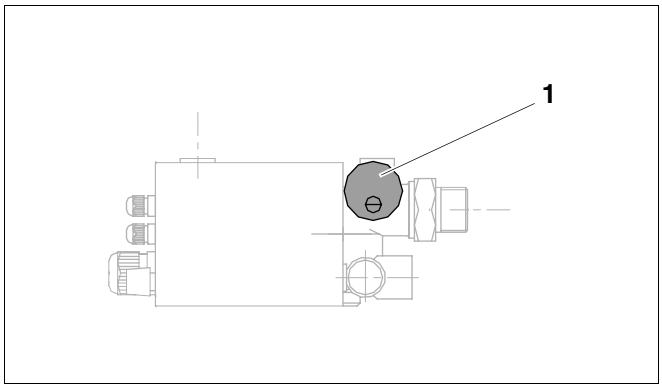

Abb. 17 Entlüfterventil
- Zum Füllen der Heizungsanlage das an der höchsten Stelle des LSE befindliche Entlüfterventil (Abb. 17, **Pos. 1**) öffnen.